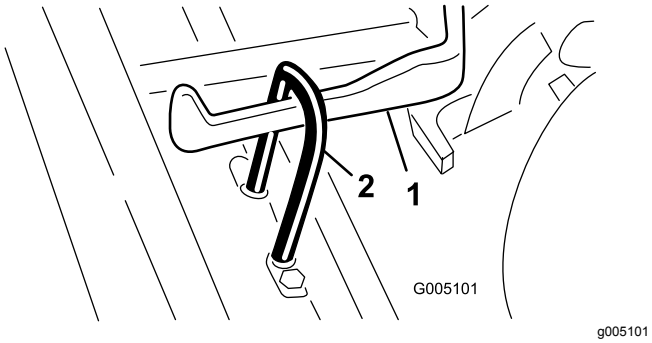

Figur 7
2. Skyv klippeenhetene under trekkrammen, og fest løftevalsen på løftearmen (Figur 7).